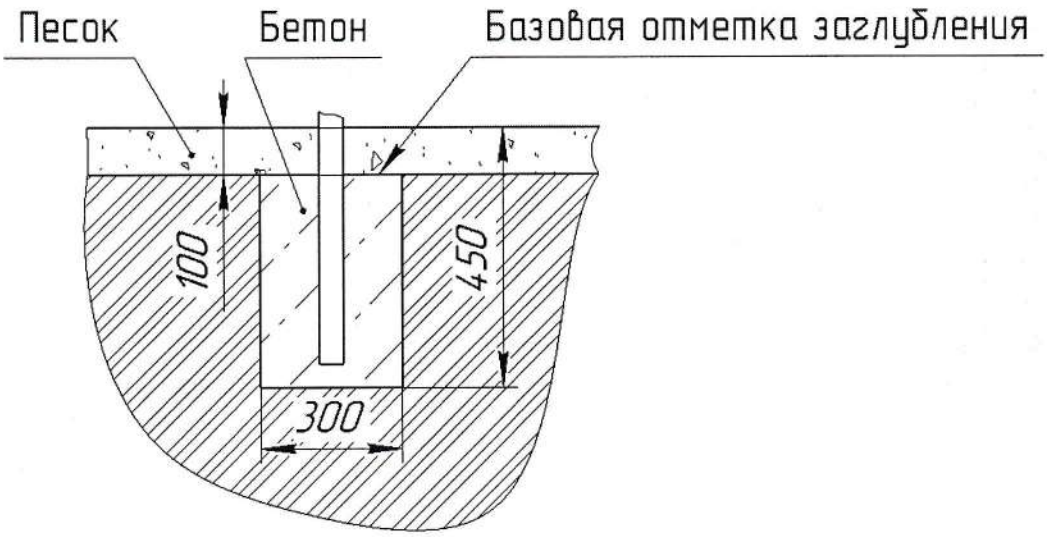

Рис.6 Схема бетонирования
- бетонирование производить согласно схеме бетонирования (рис.6).